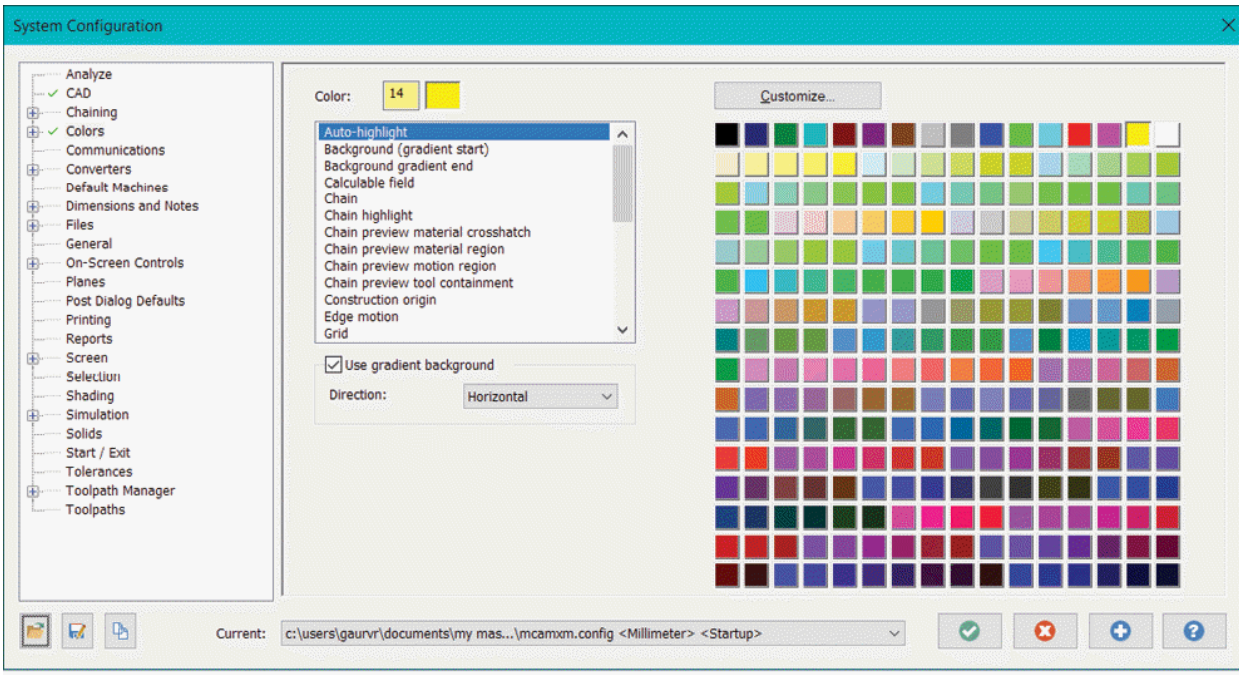

Figure-76. Colors page of System Configuration dialog box
- Click on the **Colors** option from the left area of the dialog box. The options to define colors for various objects will be displayed; refer to Figure-76.